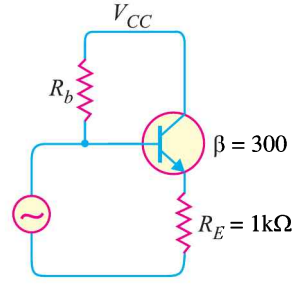

Fig. 13.31
7. In Fig. 13.31, if input and output impedances without feedback are 2 MΩ and 500 Ω respectively, find their values after negative voltage feedback. **[302MΩ; 1.6Ω]**